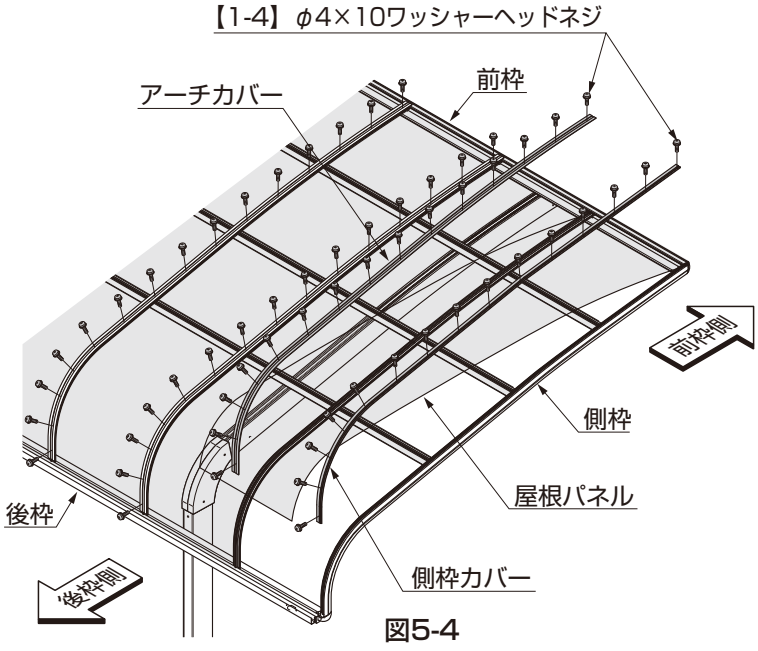

図5-4
①アーチカバー・側枠カバーを前枠に突き当てて、前枠側からアーチ・側枠に【1-4】で取付けてください。（図5-4参照）